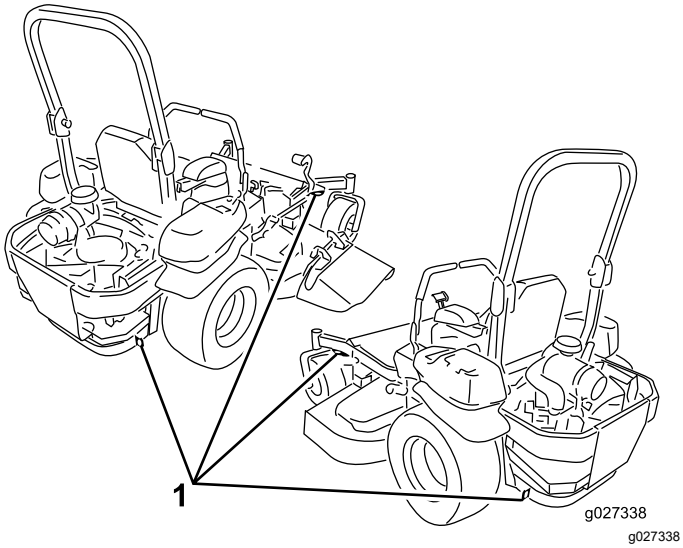

Figur 41
6. Bind fast maskinen nära de främre svänghjulen och den bakre stötdämparen med remmar, kedjor, kablar eller rep (Figur 41). Kontrollera vilka lokala bestämmelser som gäller för transport på släp.